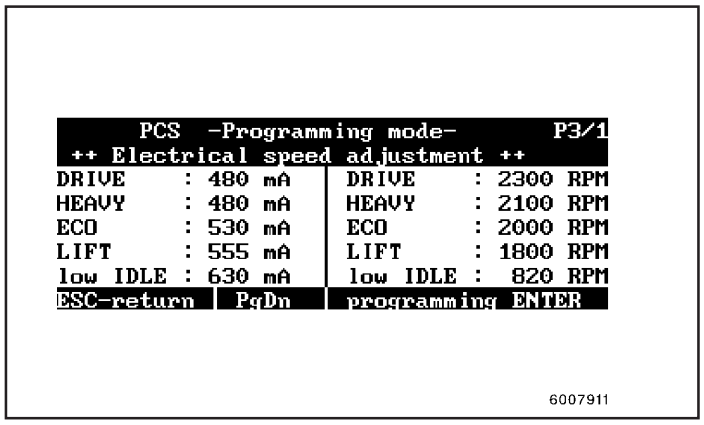

Fig.8
- Se a rotação nominal estiver muito alta, aumente a corrente HEAVY no menu de programação P3/1 (Fig. 8) em passos de 2 - 5 mA e leia a rotação nominal no menu F2/1 após pressionar ESC (Fig. 8).
Se necessário, repita este procedimento várias vezes até que a rotação nominal corresponda ao valor gravado (fig. 8).